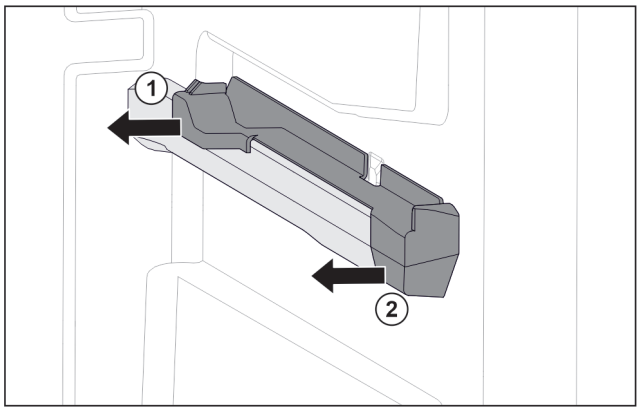

Fig. 194 Élément emboîtable sur la nervure de récipient droite
- ▶ Le retirer sur le côté par l'arrière. *Fig. 194 (1)*
- ▶ Le retirer sur le côté par l'avant. *Fig. 194 (2)*